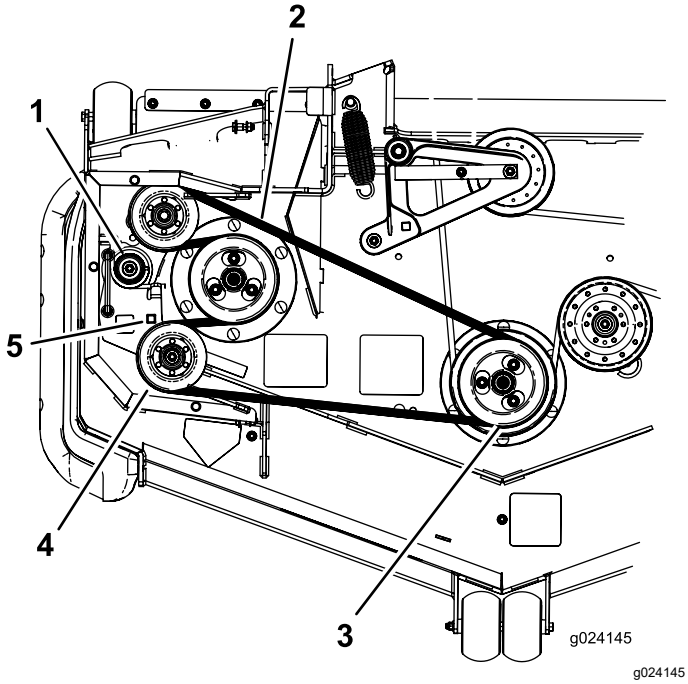

Figur 89
7. Brug en skralde i det firkantede hul i styrearmen for at fjerne spændingen på styrefjederen (Figur 89).
8. Fjern remmen fra plæneklipperskjoldets remskive (Figur 89).
9. Fjern remmen fra de øvrige remskiver (Figur 89).
11. Brug skralden i det firkantede hul til at fjerne spændingen på fjederen, og før den nye rem rundt om styreremskiven (Figur 89).